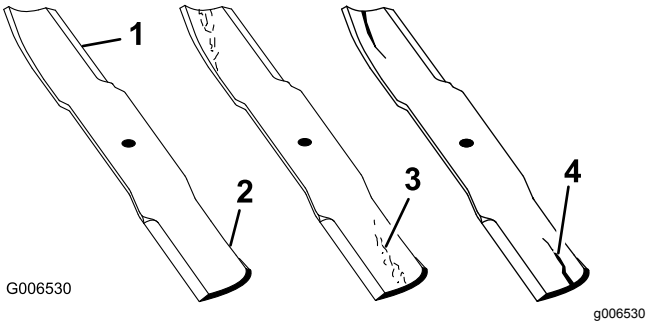

Figuur 55
1. Controleer de snijranden (Figuur 55).
4. Als u scheuren, slijtage of groefvorming in dit deel constateert, moet u onmiddellijk een nieuw mes monteren (Figuur 55).